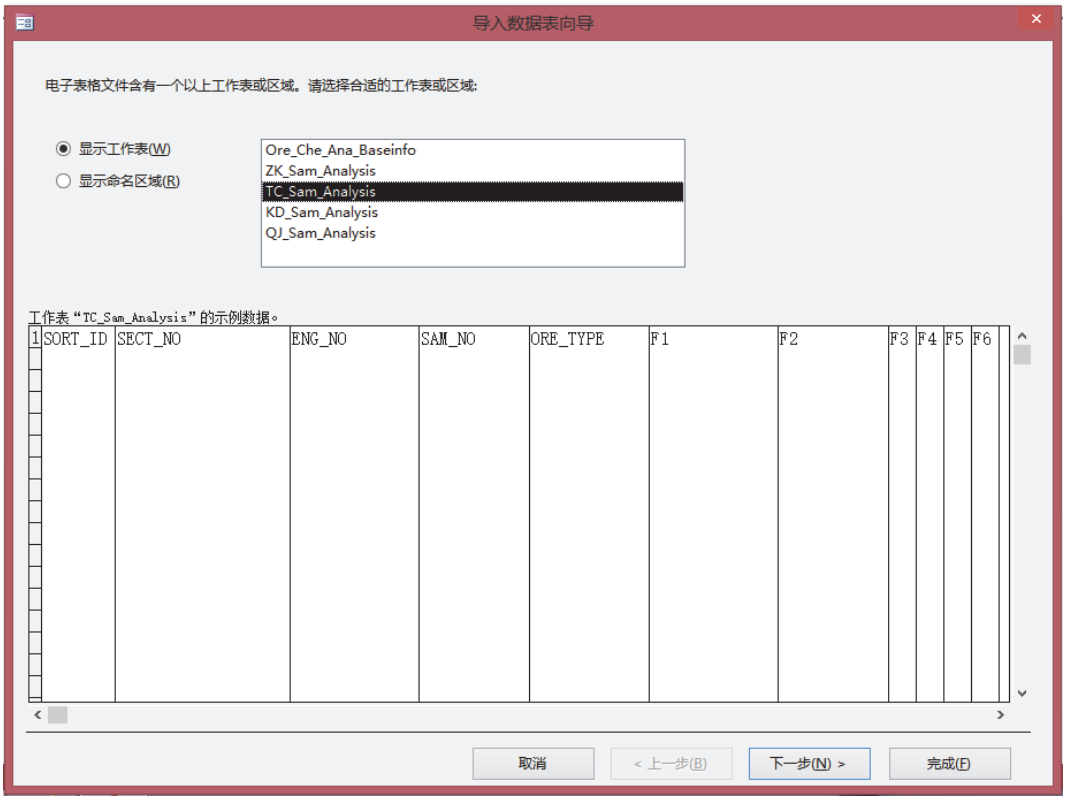

图 7-16
6. 在弹出的“导入数据表向导”对话框中（见图 7-16），选择“显示工作表”，在中部的列表框中选择“TC_Sam_Analysis”，然后点击“下一步”；